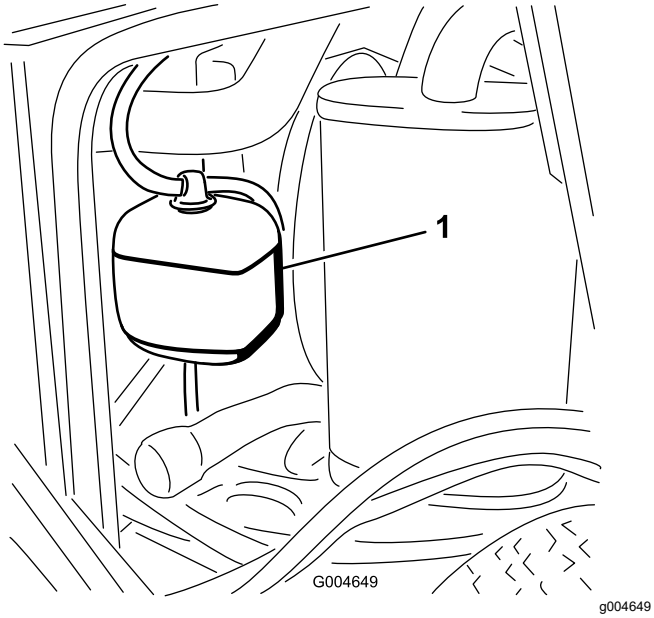

Figur 43
1. Kontroller kølevæskestanden i ekspansionsbeholderen (Figur 43).